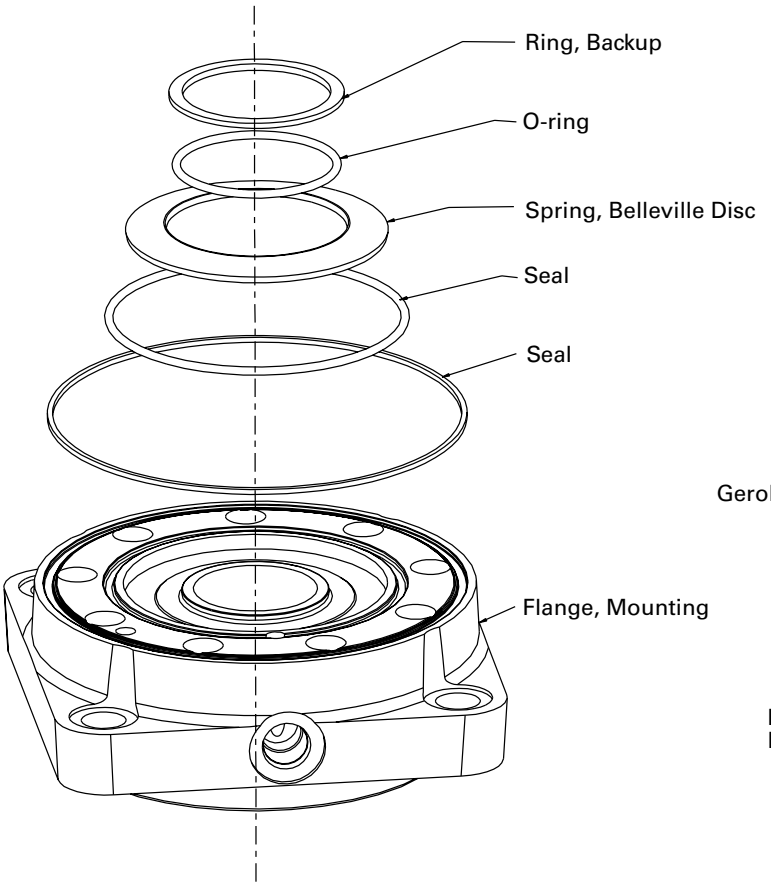

Figure 3
11. With mounting flange O-ring grooves up (see Figure 3), install two O-ring seals (130,9 [5.16] ID & 92,3 [3.63] ID) into flange. Install back-up ring (56,1 [2.21] OD) over O-ring (48,9 [1.93] ID) with flat side up. Back-up ring and O-rings may be greased to assist in retaining parts.